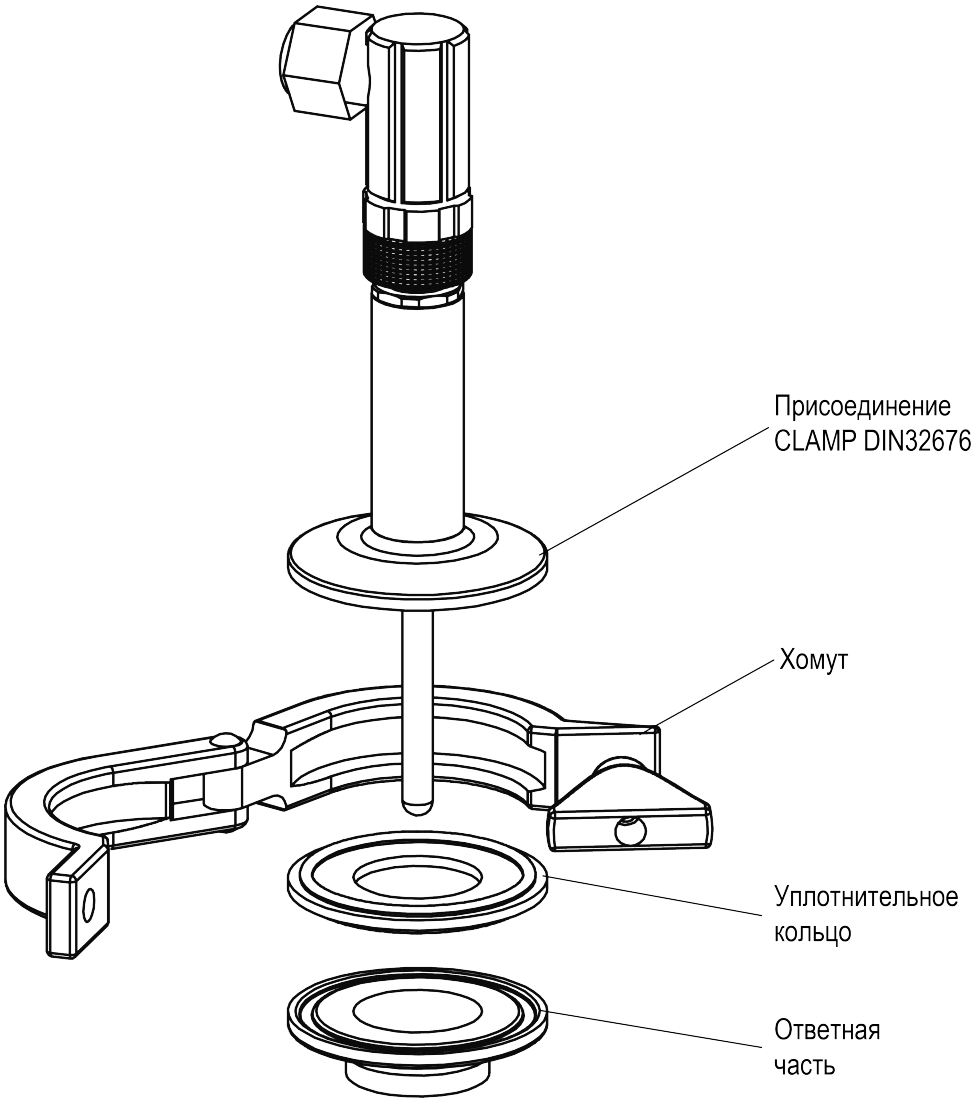

Рисунок 4.2 – Монтаж датчика с присоединением Clamp DIN 32676
4. Прижать датчик хомутом (см. рисунок 4.2).